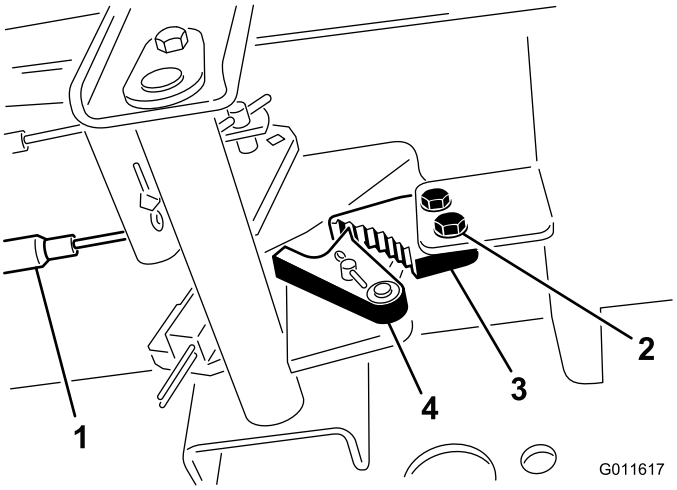

Figur 73
1. Lossa de två skruvar som håller fast parkeringsbromsens spärrhake på ramen (Figur 73).
2. Tryck parkeringsbromspedalen framåt tills bromsspärren griper in helt i parkeringsbromsens spärrhake (Figur 73).